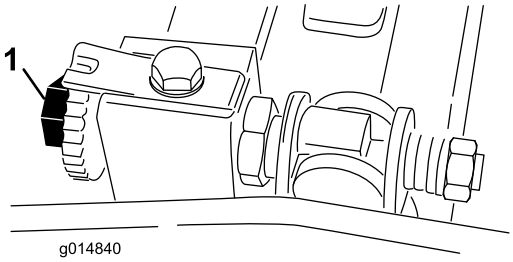
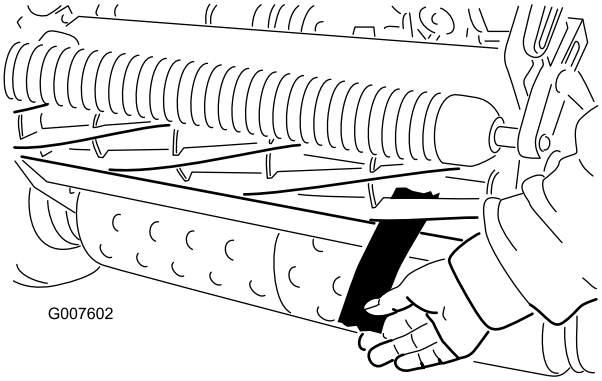

**Figur 45**
**Figur 46**
2. Sørg for, at der ikke er kontakt med knivcylinderen, ved at dreje bundtværstangens justeringsskruer mod uret (Figur 45).
4. Indsæt et langt stykke avispapir mellem knivcylinderen og bundkniven i den ene ende af cylinderens forside (Figur 46). Mens du langsomt drejer knivcylinderen fremad, skal bundtværstangens justeringsskrue drejes med uret (i samme ende af cylinderen) med ét klik ad gangen, indtil papiret klemmes let, når det sættes ind fra forsiden, parallelt med bundkniven. Dette bevirker, at der føles en let modstand, når der trækkes i papiret ( Figur 45).
6. Når justeringen er udført, skal du kontrollere, at knivcylinderen kan klemme papir fast, når det indsættes forfra, og at den kan klippe papir over, når det indsættes i en ret vinkel i forhold til bundkniven (Figur 46). Det bør være muligt at klippe papir over med et minimum af kontakt mellem bundkniven og cylinderknivene. Hvis knivcylinderens modstand er for stor (mere end 0,79 Nm), skal klippeenheden enten baglappes eller slibes for at opnå de skarpe ægge, der er nødvendige til præcisionsklipning (se *Toro-vejledningen om slibning af knivcylinderen*).